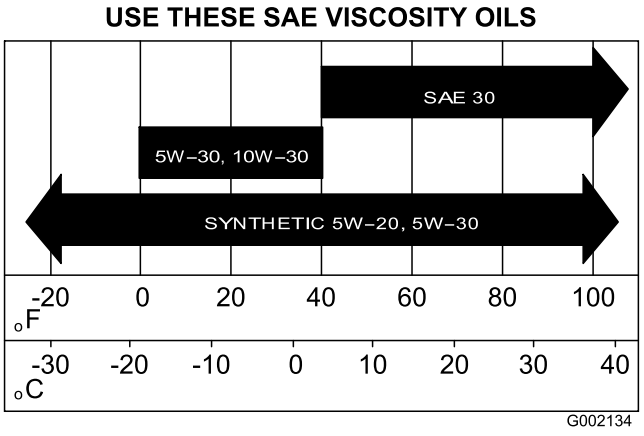

Figur 32
5. Fyld krumtaphuset med den angivne olie (Figur 32).